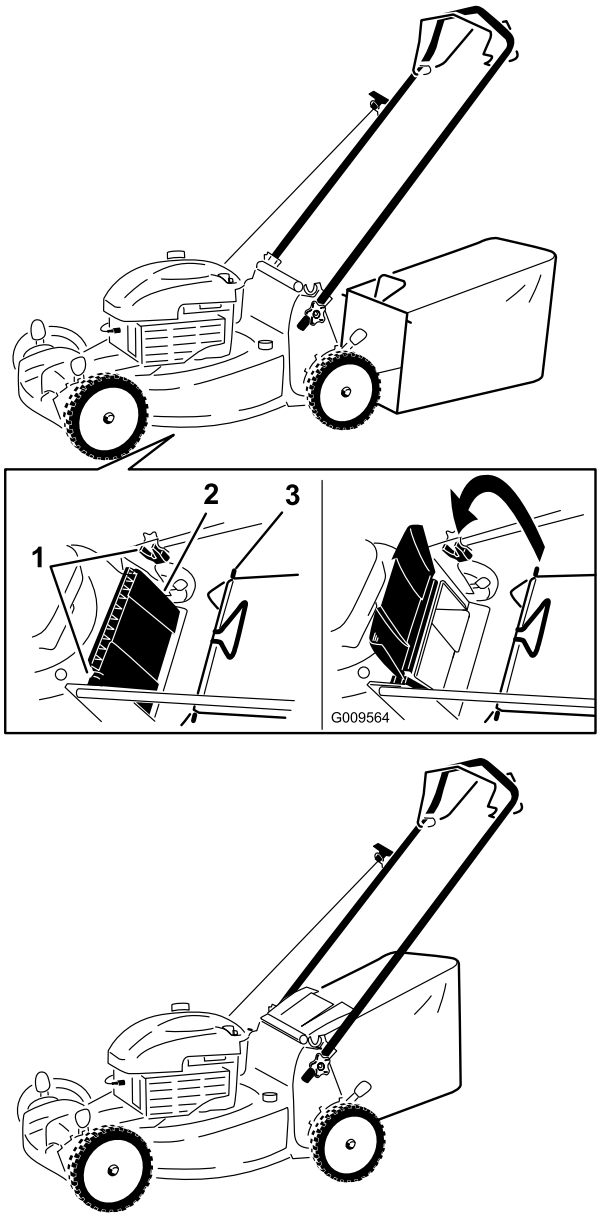

Figuur 15
1. Zet de afvoergeleider aan de achterzijde omhoog en houd hem in deze stand (Figuur 15).
2. Plaats de graszak en zorg ervoor dat de pennen van de zak in de inkepingen op de handgreep rusten (Figuur 15).